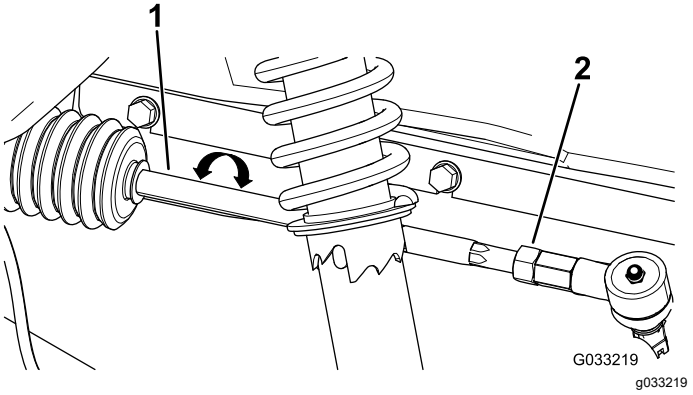

Figur 49
3. Hvis målingen ikke falder inden for 0 til 6 mm, skal kontramøtrikkerne løsnes i den ydre ende af forbindelsesstængerne (Figur 49).